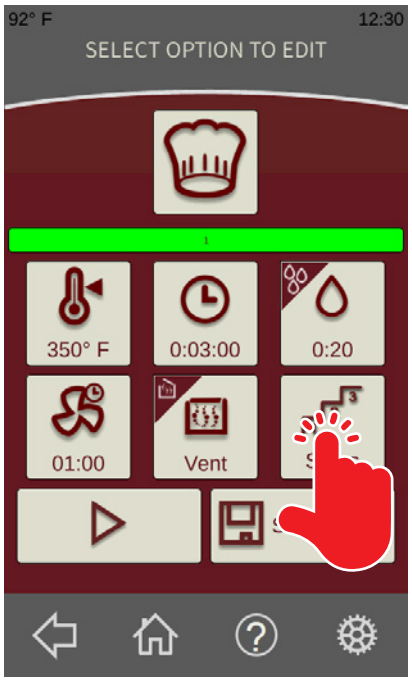

Fig. 25
1. From the ***Standard Recipe Run Screen*** (Fig. 25), touch the Steps button to add additional steps to a recipe. The ***Recipe Steps Screen*** should be displayed.